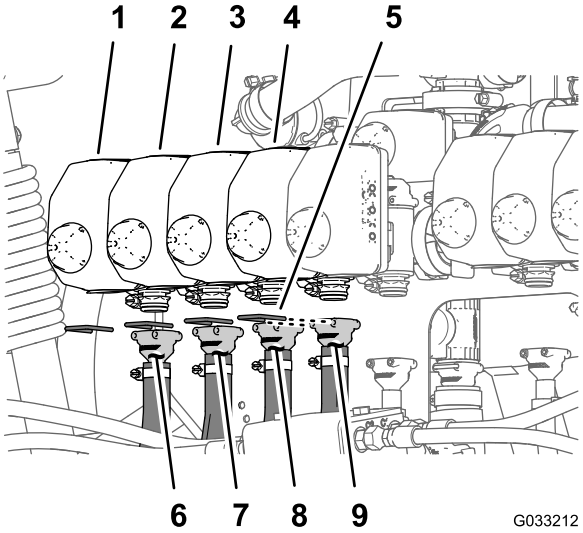
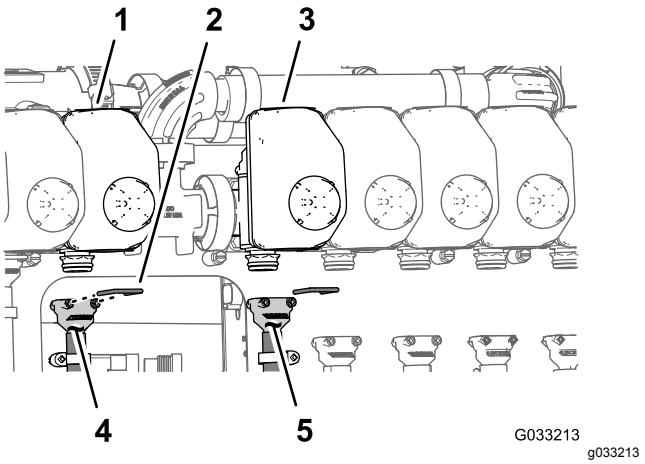
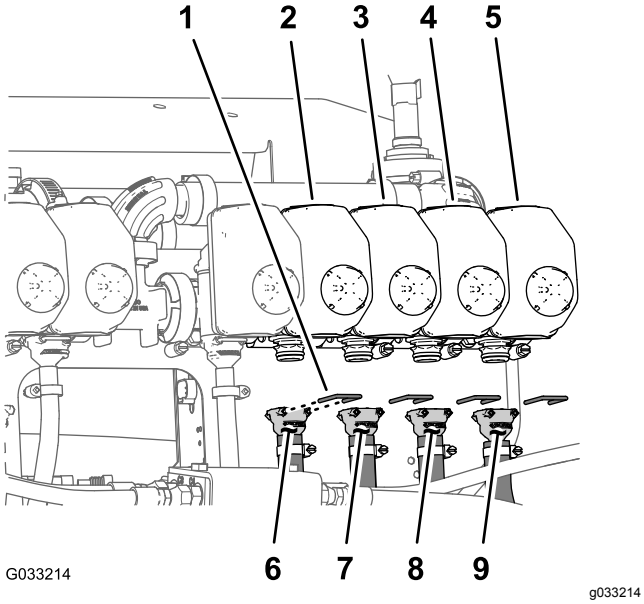

Figur 138
Figur 139
Figur 140
Obs: Du hittar munstycksventilens lägen i Figur 138 i Montera slangarna på munstycksventilerna 1 till 4 (sida 64), Figur 139 i Montera slangarna på munstycksventilerna 5 och 6 (sida 64) och Figur 140 i Montera slangarna på munstycksventilerna 7 till 10 (sida 65).
1. Montera den raka hullingförsedda kopplingen på tillförselslangen (279 cm) på kopplingen till munstycksventil 1 (Figur 138).
2. Sätt fast den hullingförsedda kopplingen med en hållare (Figur 138).
3. Montera den raka hullingförsedda kopplingen på tillförselslangen (234 cm) på kopplingen till munstycksventil 2 (Figur 138).
4. Sätt fast den hullingförsedda kopplingen med en hållare (Figur 138).
5. Montera den raka hullingförsedda kopplingen på tillförselslangen (188 cm) på kopplingen till munstycksventil 3 (Figur 138).
6. Sätt fast den hullingförsedda kopplingen med en hållare (Figur 138).
7. Montera den raka hullingförsedda kopplingen på tillförselslangen (188 cm) på kopplingen till munstycksventil 4 (Figur 138).
8. Sätt fast den hullingförsedda kopplingen med en hållare (Figur 138).
1. Montera den raka hullingförsedda kopplingen på tillförselslangen (81 cm) på kopplingen till munstycksventil 5 (Figur 139).
2. Sätt fast den hullingförsedda kopplingen med en hållare (Figur 139).
3. Montera den raka hullingförsedda kopplingen på tillförselslangen (81 cm) på kopplingen till munstycksventil 6 (Figur 139).
4. Sätt fast den hullingförsedda kopplingen med en hållare (Figur 139).
1. Montera den raka hullingförsedda kopplingen på tillförselslangen (188 cm) på kopplingen till munstycksventil 7 (Figur 140).
2. Sätt fast den hullingförsedda kopplingen med en hållare (Figur 140).
3. Montera den raka hullingförsedda kopplingen på tillförselslangen (188 cm) på kopplingen till munstycksventil 8 (Figur 140).
4. Sätt fast den hullingförsedda kopplingen med en hållare (Figur 140).
5. Montera den raka hullingförsedda kopplingen på tillförselslangen (234 cm) på kopplingen till munstycksventil 9 (Figur 140).
6. Sätt fast den hullingförsedda kopplingen med en hållare (Figur 140).
7. Montera den raka hullingförsedda kopplingen på tillförselslangen (279 cm) på kopplingen till munstycksventil 10 (Figur 140).
8. Sätt fast den hullingförsedda kopplingen med en hållare (Figur 140).